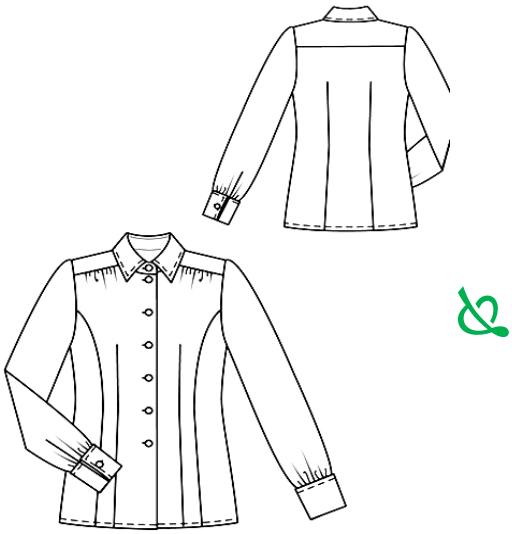
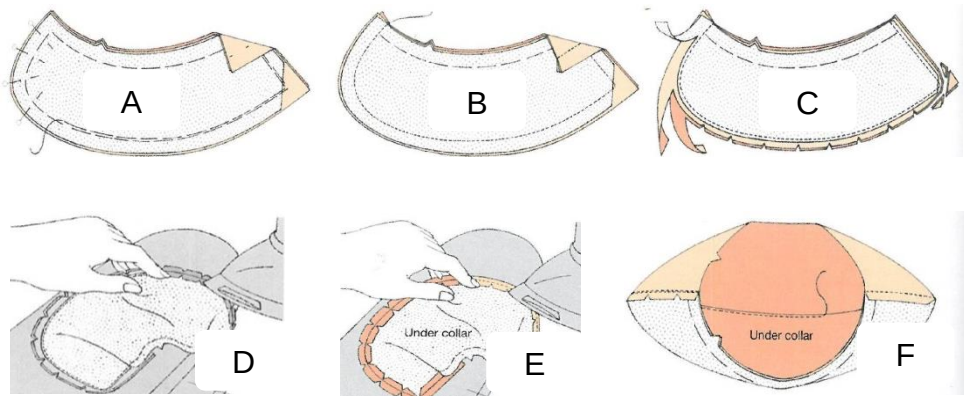

FIGUUR 3
FIGUUR 4 (15)
Bestudeer die sketse van die damesbloes in FIGUUR 3 hier bo en beantwoord die vrae.
2.1.1 Die hempskraag is gebruik op die ontwerp van bloes in FIGUUR 3 hier bo. Bestudeer die stappe in FIGUUR 4 hier onder van die platkraagen verduidelik hoe diekraag voorberei word voordat dit aan die halslyn gewerk word.
2.1.2 Plasing van volheid is op die bloesontwerp in FIGUUR 3 hier bo gebruik.
Identifiseer die VIER maniere wat jy op die skets in FIGUUR 3 kan uitmaak. (4)
2.2.1 Die mou wat op die bloesontwerp in FIGUUR 3 hier bo aangebring word, is 'n basiese ingesette mou.